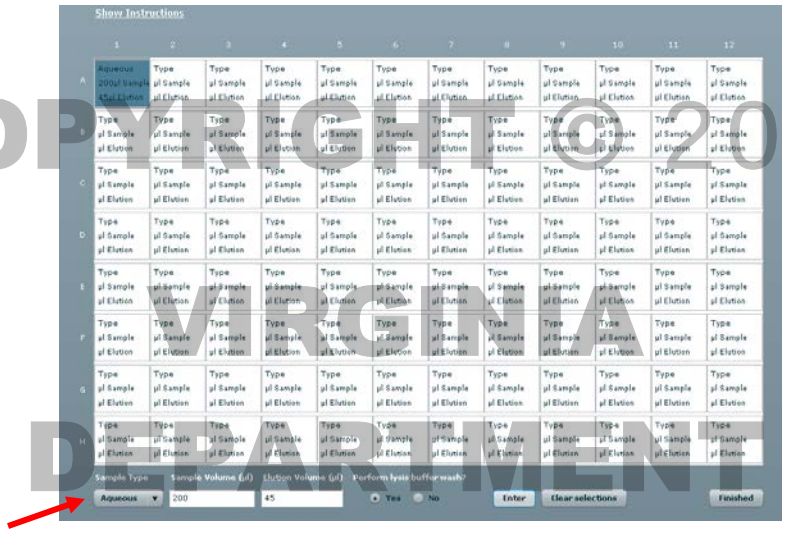

Figure 9. User interface window for entering sample information.
2.6.3.6 The user interface window shown in Figure 9 will open.
2.6.3.7 Highlight each well containing sample and indicate the nature of the buffer the sample is in from the drop-down menu indicated in Figure 9 with an arrow (aqueous [proteinase K buffer] or Lysis buffer), the volume of the lysate and the volume desired for the elution step. The elution volume will typically be set at 45 µL. Holding down on the Control and Alt keys will allow the user to cherry pick all of the wells that they wish to have the same settings. Once the wells have the information entered, click on Enter. This will need to be repeated for each sample type (for e.g., if another sample type uses 300 µL of Lysis buffer) and the Enter button clicked to enter that sample information for that well or wells. If the entire column will have the same information entered, highlight the well in the A row and while holding down the Control and Shift keys, highlight the well in the same column in the H row and this will result in the entire column of samples being highlighted. Enter the information and then click Enter. Once the information for all wells has been entered, click Finish.
information entered in the screen shown in Figure 9. Click on the Close Window button when all of the reagent troughs have been filled with the appropriate reagents using the volumes indicated.